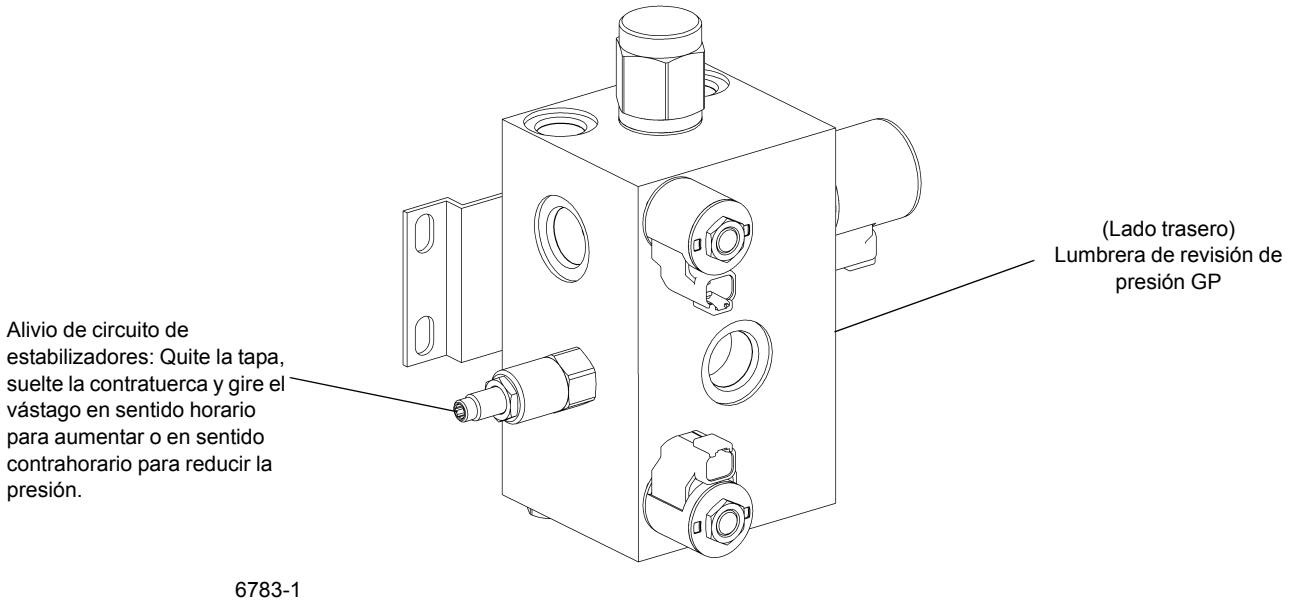

FIGURA 2-12
1. Retire la tapa e instale un manómetro en la lumbrera de revisión de presión de la válvula selectora de estabilizadores, rotulada con la indicación GP (vea la Figura 2-12).